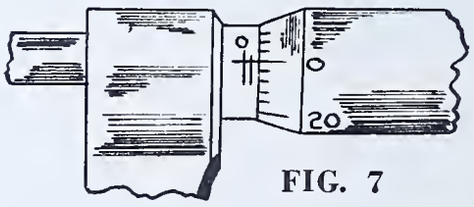

FIG. 7
3. Turn the thimble one or more complete revolutions in the same direction. The distance now travelled is that of twice the pitch of the thread. 2 x .025 = .050 (see Fig. 7).